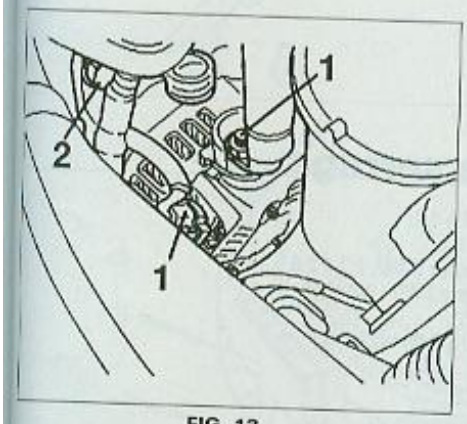

FIG. 13
- Par le haut du compartiment moteur, débrancher les connexions électriques (1) (Fig.13).